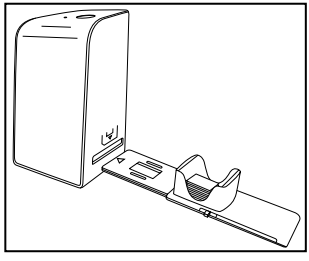

Figura 2
- Inserire le diapositive dal lato corretto nel vano apposito del caricatore ❻. Il caricatore può alloggiare da 10 a 12 diapositive circa (a seconda delle dimensioni).
- Inserire innanzitutto il caricatore ❻ con l'oblò nello slot a destra ❹. Verificare che il triangolo sia rivolto in avanti e visibile (vedere figura 2).